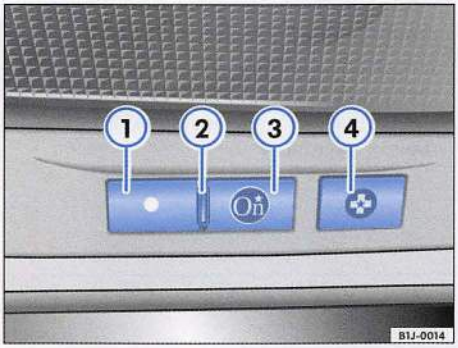

Fig. 11 OnStar services button (OnStar button) and emergency button
– Press the blue [OnStar] button ⇒ fig. 11 (3) or the OnStar emergency button (4). A small microphone picks up your voice and the OnStar Advisor talks to you through your stereo speakers.